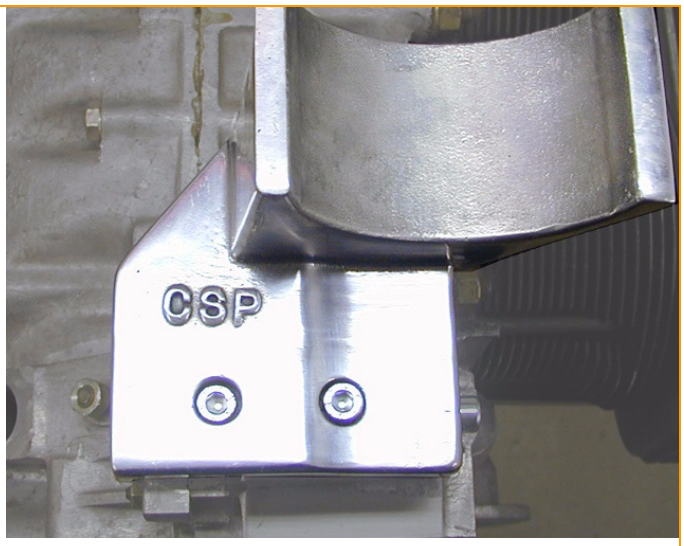

Fig.4
- Place the alternator stand on the engine case and secure it in place using two M8x20 allen head bolts along with matching washers. (Fig. 4)
- Setzen Sie nun den Limabock auf die Dichtfläche und fixieren Sie Ihn mit Inbusschrauben M8x20 und 8 mm Unterlegscheiben an dem Befestigungsblock. (Fig. 4)